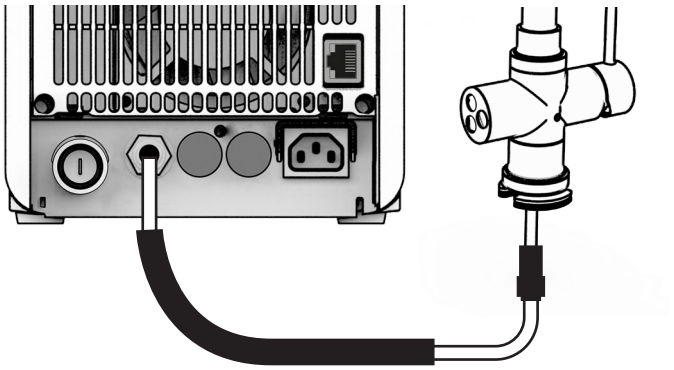

Fig. 1-15
19.2 - Inserire a pressione il tubo in PE con guaina anticondensa proveniente dal rubinetto, nel lato posteriore della macchina fino al punto di arresto, vedi fig 1-15. ATTENZIONE, accertarsi che tutti i componenti siano adeguatamente installati in quanto vi scorrerà acqua sotto pressione.